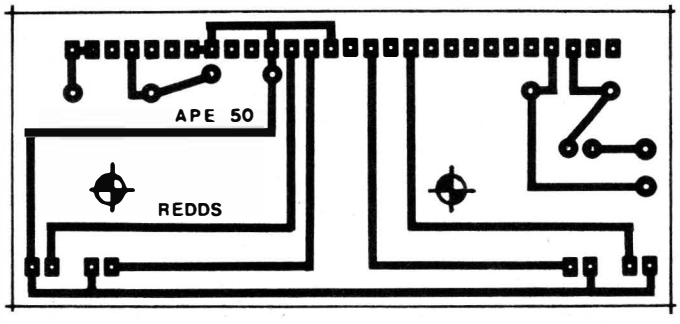

Fig.4
- **FIG. 4** - "CHAPEADO" DA MONTAGEM (PLACA DE "APOIO" - A mesma placa da figura anterior, mas agora vista pela face não cobreada, com os (poucos...) componentes devidamente posicionados. Atenção aos seguintes pontos: polaridade do capacitor eletrolítico (demarcada na figura e no próprio "corpo" do componente), posição do diodo **zener** (a extremidade marcada por uma faixa ou anel de cor contrastante deve ficar "apontada" para o transformador...) e ligação/identificação dos terminais do transformador... Quanto a este último, notar que o "lado" do **primário**, correspondente à entrada da Tensão de rede (110 ou 220V) não deve ter seus fios ligados diretamente à placa (conforme veremos na próxima figura). Já no lado do **secundário**, os fios correspondentes a "0" e "9" volts **devem** ser inseridos e soldados às respectivas ilhas/furos... Lembrar que, se o dito **secundário** for para "0-9" terá seus dois únicos fios diretamente aproveitados, porém se o tal **secundário** for de 3 fios ("9-0-9"), um dos fios extremos deverá ser "desprezado", conetando-se à placa apenas o fio central e o correspondente a um dos extremos... Ob-